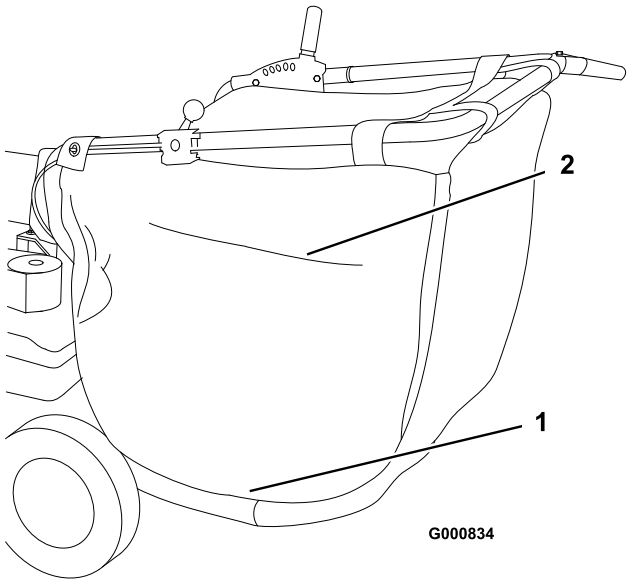

Bild 19
3. Öffnen Sie den Reißverschluss an der Seite des Sacks und entleeren den Inhalt (Bild 19).
Der Sack ist mit Reißverschluss-Entlüftungen versehen (Bild 19). Öffnen Sie, wenn Sie einen Bereich, der größtenteils frei von Staub ist, absaugen die seitliche Entlüftung, damit Luft ungehindert ausströmen kann. Schließen Sie die Entlüftung, wenn Sie einen staubigen Bereich absaugen.